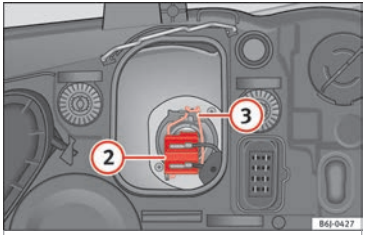

Fig. 185 Dipped beam headlights.
– Remove connector ››› **Fig. 185** (2) from the bulb.
– Unclip the retainer spring ››› Fig. 185 (3) pressing inwards to the right.